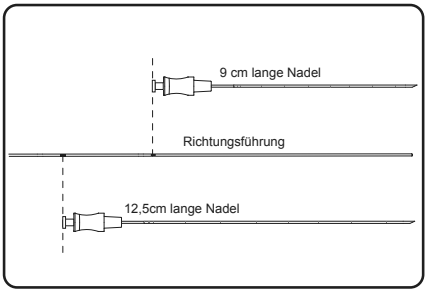

Abbildung 8. Die Richtungsführung soweit einführen, bis die entsprechende Tiefenmarkierung mit der Nabe der Foramen-Nadel ausgerichtet ist.
3. Die Richtungsführung in die Foramen-Nadel einführen und die geeignete Tiefenmarkierung an der Richtungsführung mit der Oberseite der Foramen-Nadel ausrichten (**Abbildung 8**).